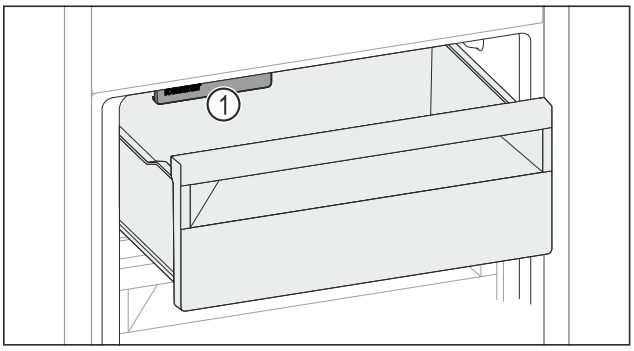

Fig. 177
▶ Pay attention to the IceMaker *Fig. 177 (1)*.